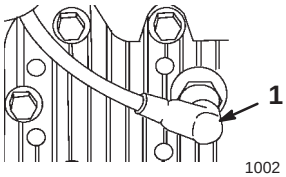

Bild 8
1. Stecken Sie den Zündkerzenstecker wieder auf die Zündkerze auf (Bild 8).